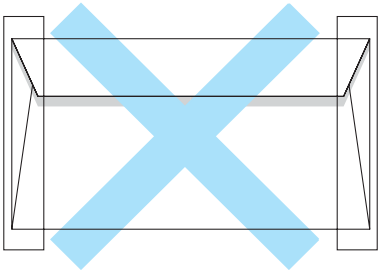

Abbildung 1-8
- Umschläge mit drei oder mehr Lagen Papier an der in Abbildung 1-8 markierten Stelle